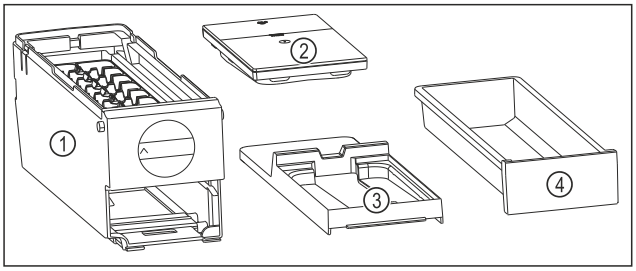

Fig. 147 Dele af EasyTwist-Ice
▷ EasyTwist-Ice er adskilt i fire dele. (se Fig. 147)
▶ EasyTwist-Ice må kun adskilles i de afbildede dele. (se Fig. 147)
▶ Rengør EasyTwist-Ice-legemet *Fig. 147 (1)* som en helhed.